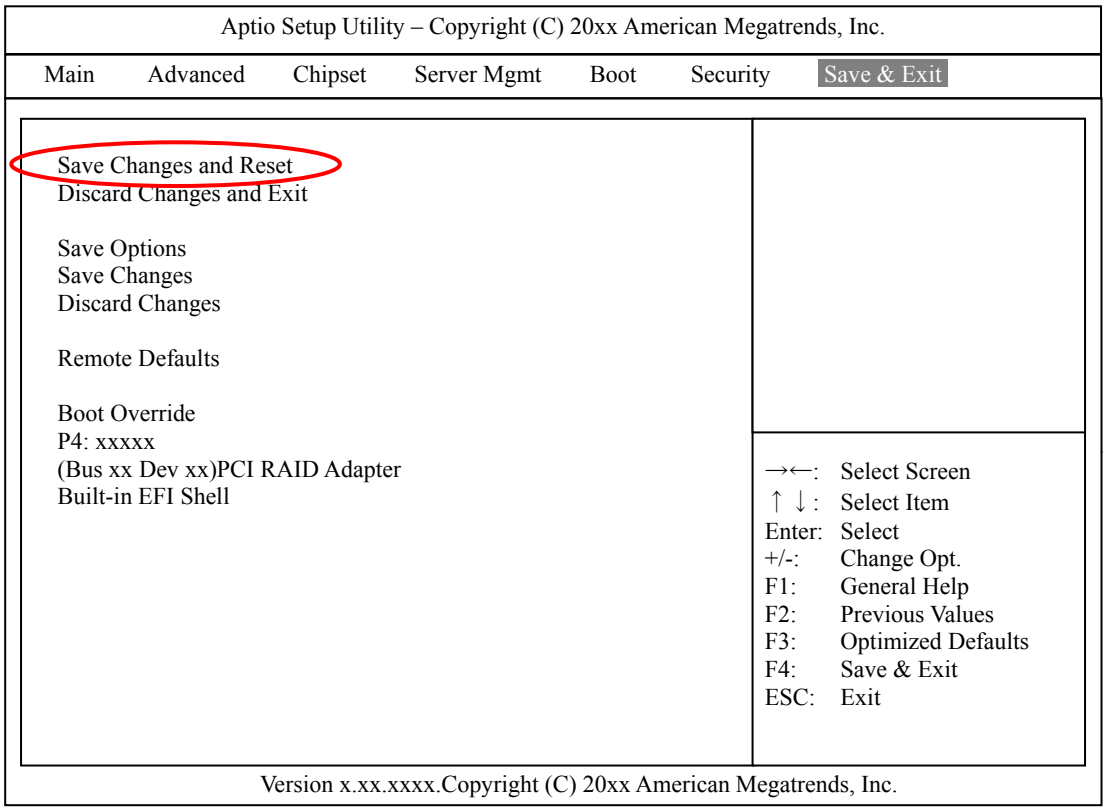

Figure B.2.4-2 Exit Menu window
(5) The Save & Exit menu window is displayed as shown in Figure B.2.4-2.